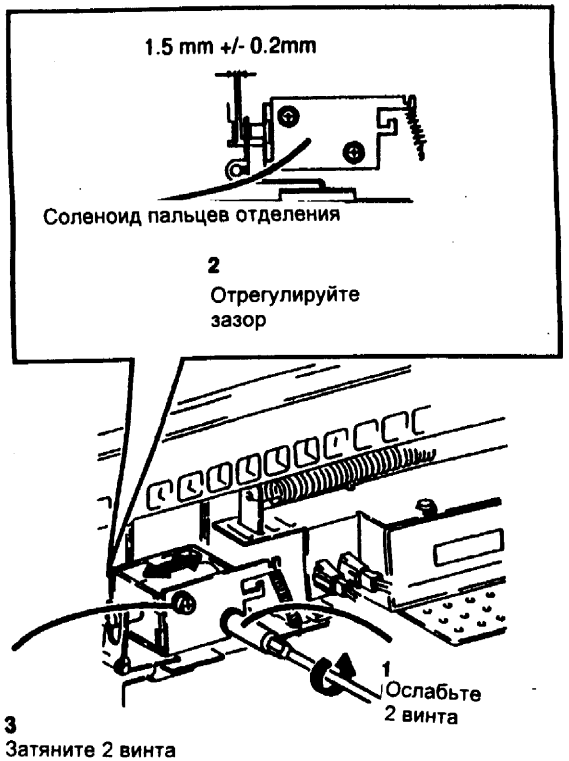

Рис. 2 Регулировка соленоида пальцев отделения
2. (Рис. 2) Введите код [9-10] и отрегулируйте соленоид пальцев отделения.